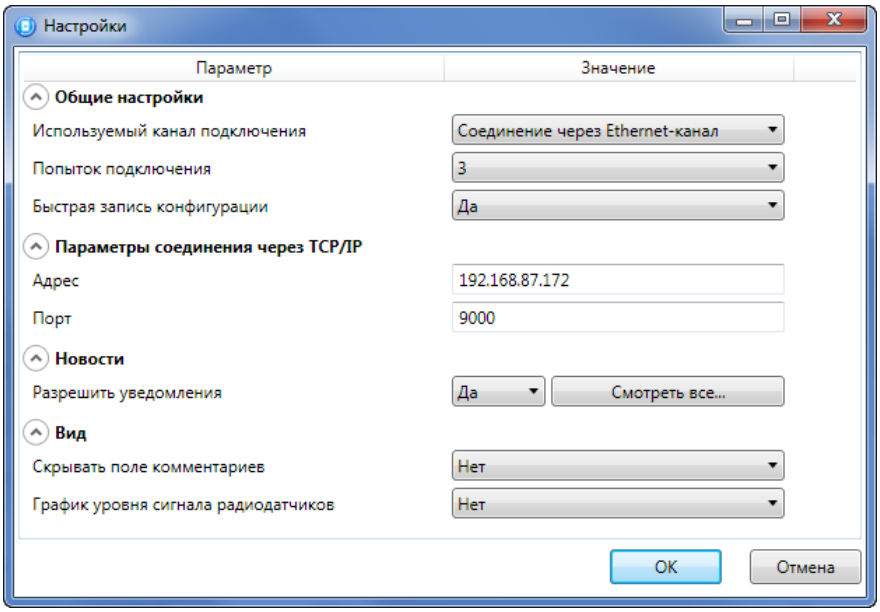

Рисунок 5.12 – Окно *Настройки*
2) В раскрывающемся списке *Используемый канал подключения* вариант *Соединение через Ethernet-канал* и укажите количество попыток подключения (рисунок 5.12).